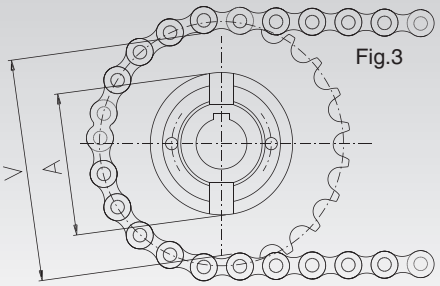

Fig.3
Nella tabella sottostante, sono indicate le corone **standard del programma di produzione OMC (fornite rettificate)** che si possono montare sui limitatori; ed il passaggio catena minimo "V" (vedi fig.3), necessario per il dimensionamento della corona senza interferenza con il diametro esterno del limitatore. **E' consentito il montaggio di qualsiasi tipologia di corona purché i piani siano lavorati con un ottimo grado di rugosità (RA = 0,8 max) ed il passaggio della catena non sia inferiore a questo valore.**
*In the below table, there are the **standard plate wheels of the production schedule OMC (supplied already grounded)** that can be mounted on the limiters; and the minimal chain passage "V" (see you fig.3), necessary for the correct sizing of the plate wheel to avoid contact between the chain and outside diameter of the limiter. **It is possible to assembly various types of plate wheels but the surfaces must to be worked and the passage of the chain is not smaller than this 'V' value.***